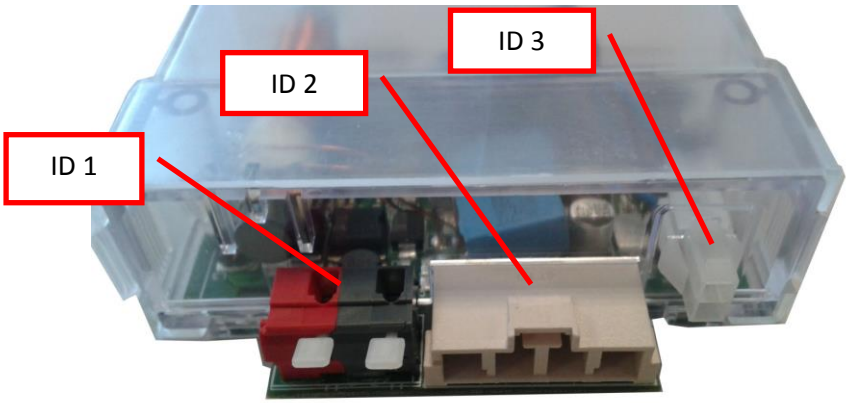

Bild 68 - TX-S2 und TX-C1 Sender: Detail des Steckplatzes
- Buchsen für den Umzäunungsdraht (schwarze und rote „Steckbuchse“) - ID1 in Bild 68
- ID 2 in Bild 68 - diese werden dazu benutzt, dem Sender die Messung des Ladestroms zu gestatten, der beim Aufladen zum Roboter geht. sowie dem Sender zu erlauben, das Signal auszuschalten (OFF). Wenn ein TX-S2-Sender in der Ladestation eines Roboters installiert ist, die ursprünglich mit einem TX-S1 Signal versehen war und daher keinen solchen Steckplatz besitzt, schaltet der Sender das Signal nicht ab während der Roboter auflädt.
- ID 3 in Bild 68 - Stromsteckplatz des Senders